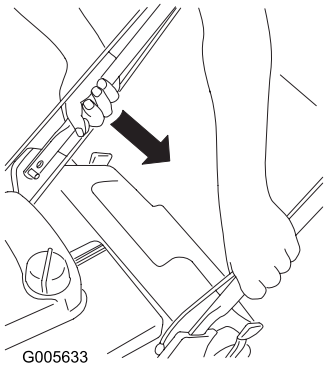

Figura 37
1. Empurre a extremidade do manípulo inferior direito até que o manípulo deslize passando os batentes nos suportes do manípulo (Figura 37).